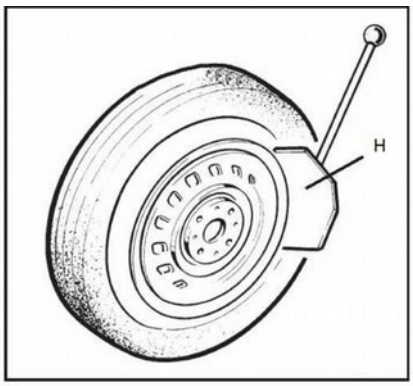

Рис. 7
- Установите колесо на резиновый упор (I) с правой боковины станка.
- Подведите отжимную лопатку к борту шины на расстояние около 1 см от закраины диска (Рис. 7). Следите за тем, чтобы лопатка опиралась на покрышку, а не на обод.
- Нажмите и удерживайте пневмоклапан 1 отжимной лопатки (H), чтобы активировать устройство отрыва борта, и нажмите и удерживайте пневмоклапан 2 отжимной лопатки (H2), чтобы сдвинуть борт шины с посадочной полки внутрь диска.